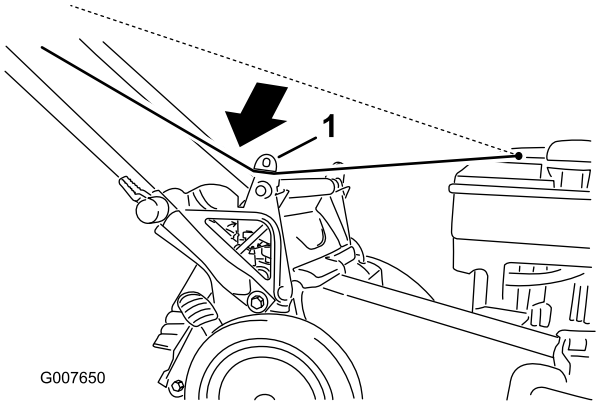

**Figur 20**
1. För in startsnöret längs den nedre styrningen (Figur 20).